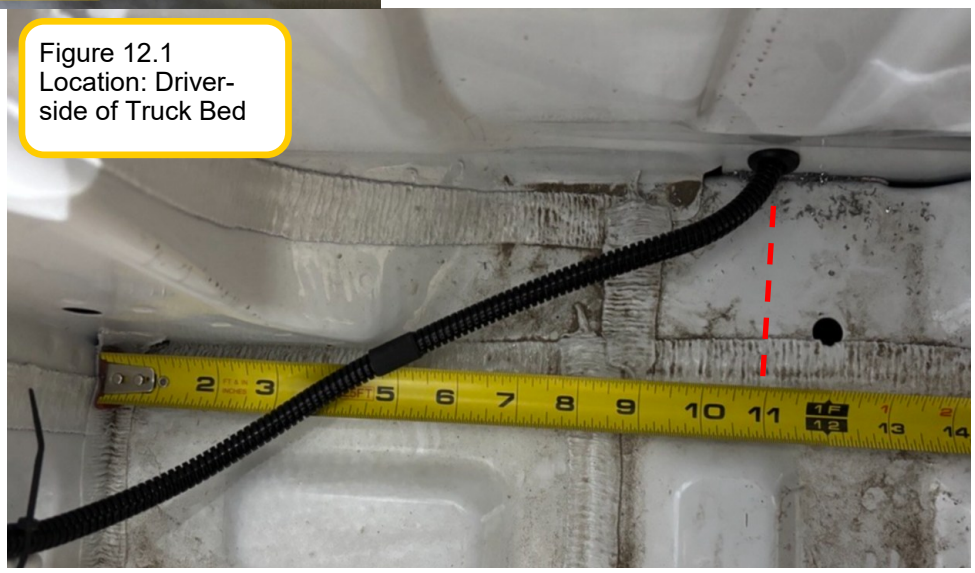

Figure 12.1
Step 6: Routing (Refer to routing diagrams at the beginning of the instructions): With the TLM plugged in, route the harnessing rearward in the small cavity below the footwell trims (Figure 12.1). Continue all the way to the rear of the vehicle.
In the bed of the truck on the driver's side, measure 11 inches from the interior wall of the bed (Figure 12.1). Mark this distance on the wall of the bed connected to the cabin for drilling.